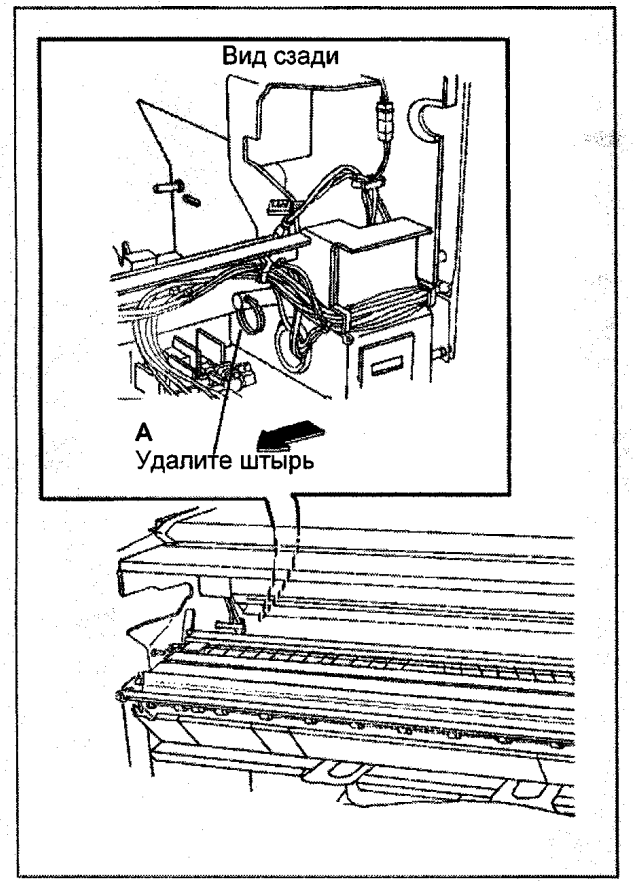

Рис. 3 Подготовка к снятию узла транспортера материала
5. (РИС. 3): ПОДГОТОВЬТЕСЬ К СНЯТИЮ УЗЛА ТРАНСПОРТЕРА МАТЕРИАЛА.